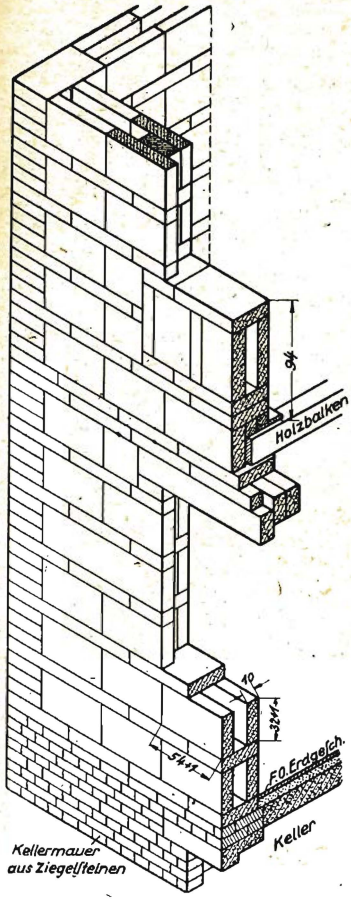
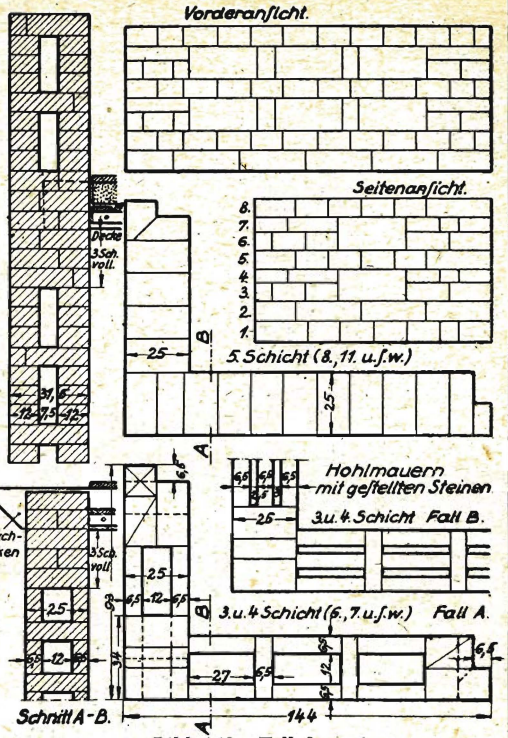

Bild 160. Schrägbild einer Außenwand von Jurkoplatten.
Bild 163. Fall 3 u. 4.
Ähnlich den Hohlmauern aus Ziegeln werden solche mit Leichtsteinen, Leichtbauplatten (Bimsdielen, Holzwolleplatten) und mit Jurkoplatten (Bild 160) ausgeführt (siehe S. 85/86).
3. Fall: Die Wand ist 25 cm dick. Beiderseits ist sie mit hochkanntgestellten Steinen so angelegt, daß Ecken und Leibungen volle Pfeiler bilden und nach jedem Läuferstein ein Durchbinder (hochkant) folgt. Der Hohlraum ist 12 cm breit. Darüber kommt eine Binder-Flachschicht als Abdeckschicht (Bild 163 Fall A). Außenputz wie bei Fall 1.
4. Fall: Die Ausführung ist die gleiche wie im Fall 3, nur wird noch ein 3. Stein in der Mitte längsgestellt, so daß 2 Hohlräume von je 2,5 bis 3 cm entstehen (siehe Bild 163 Fall B).
Mit Leichtbetonplatten bildet man 32 bzw. 26 cm dicke Wände mit einer Schicht gestellter Platten außen und innen (Hohlraum 12 cm bzw. 10 cm breit) ohne Binder, aber mit vollen Ecken und Leibungen. Darüber kommt eine flachgelegte Abdeckschicht (ähnlich Fall a 3; siehe Bild 160). Ebenso können 54 bzw. 44 cm dicke Wände mit 3 Reihen gestellter Platten nach a 4 (Bild 163, Fall B) ausgeführt werden.